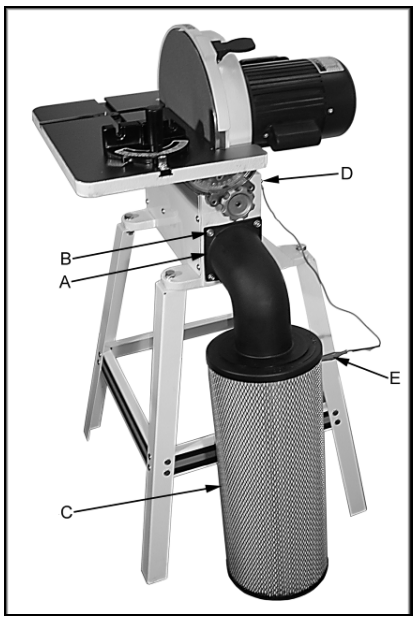

Fig 5
Montieren Sie den Rohrkrümmer (A, Fig 5) bei Verwendung der original Dichtung und Schrauben (B).